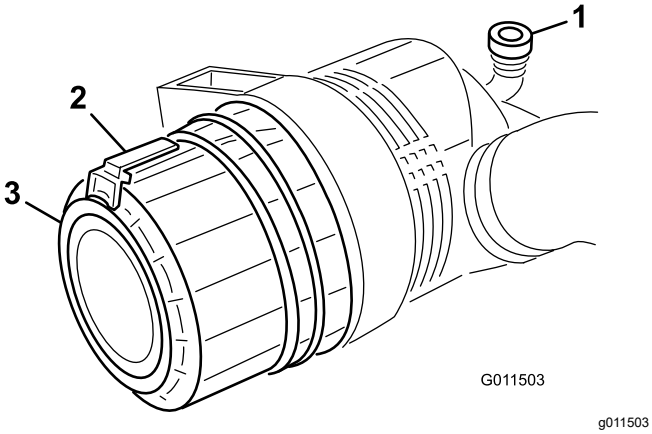

**Figur 85**
2. Trekk låsen utover, og drei luftrenserdekslet mot urviseren (Figur 85).